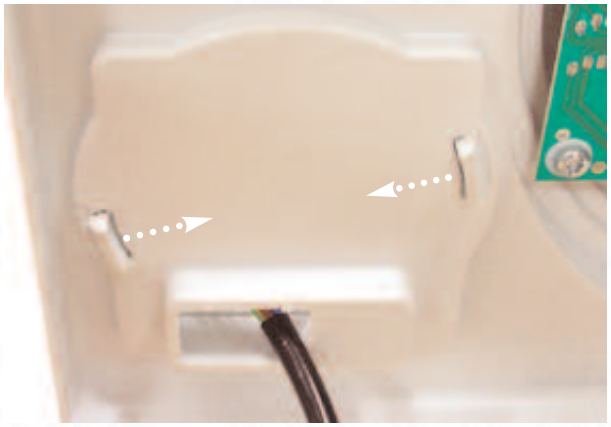

Fig. 18.17
4. Push on the two clips to remove the programmer *(see Fig. 18.17);*